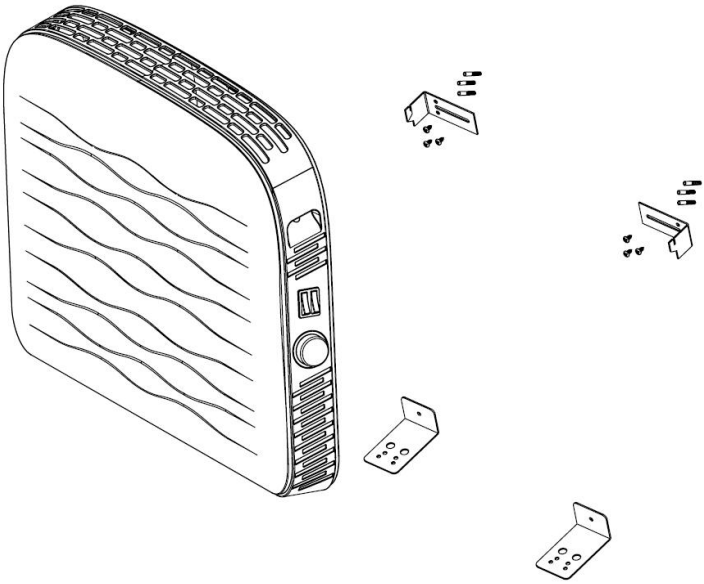

Рис.2 Установка на стену
3. Закрепите кронштейны на стене с помощью крепежа, входящего в комплект поставки. Просверлите отверстия диаметром 6 мм в стене по меткам крепления, приложите кронштейн и закрутите шурупы, закрепив тем самым кронштейн на стене. (**Рис.2**)
4. Подвесьте прибор на кронштейн, совместив кронштейн и отверстия в задней панели прибора. (**Рис.2**)
5. Затяните винты на верхней части кронштейна, чтобы зафиксировать конвектор. (**Рис.2**)